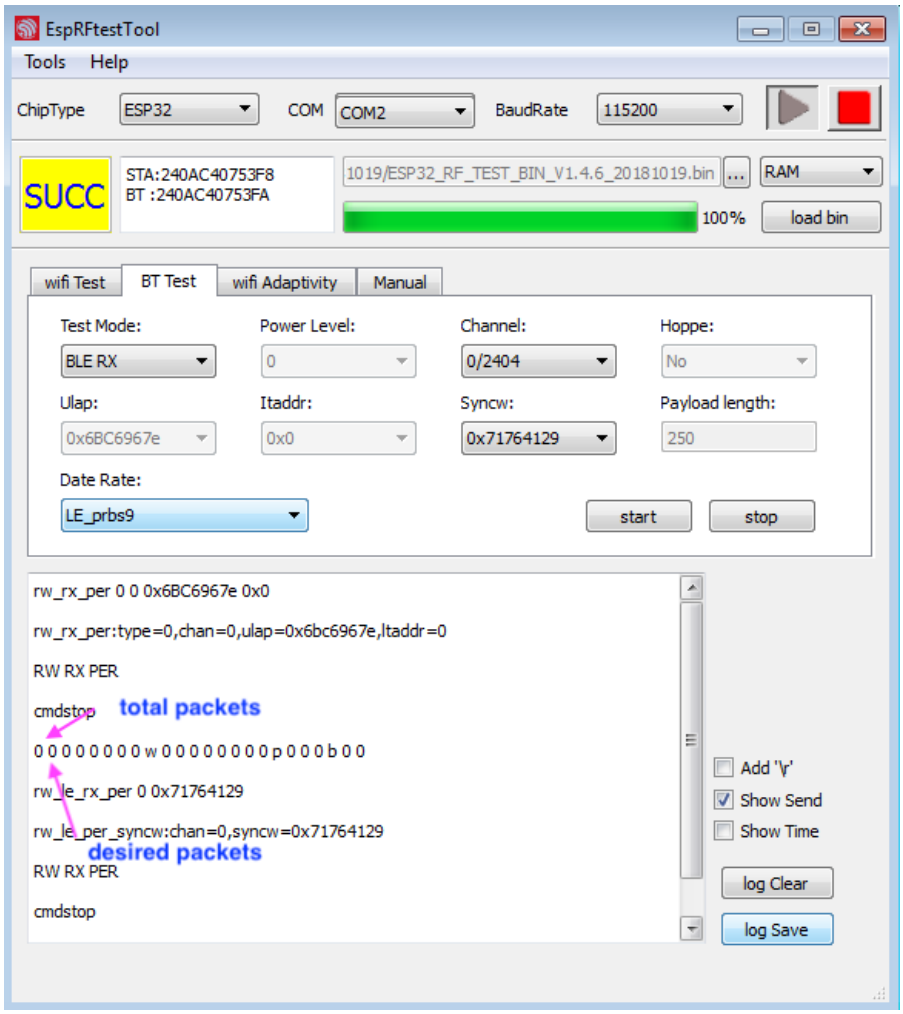

图 5-4. BT RX 测试日志界面
(1) 如测试 LE channel 0 的接收性能，***Test Mode*** 为 ***"BLE RX"***，选定 ***Channel***：0/2404，***Data Rate***：LE_prbs9，参考如图 5-4 所示；
(2) 仪器发包结束后，运行 ***"stop"***，返回收包详细信息。打印收到包个数的格式为：0 0 0 0 0 0 0 0 w 0 0 0 0 0 0 0 0 p 0 0 0 b 0 0